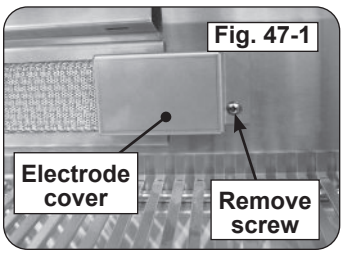

Fig. 47-1
3. Remove the electrode cover by first removing the screw, sliding the cover to the right, then outward. See Fig. 47-1.